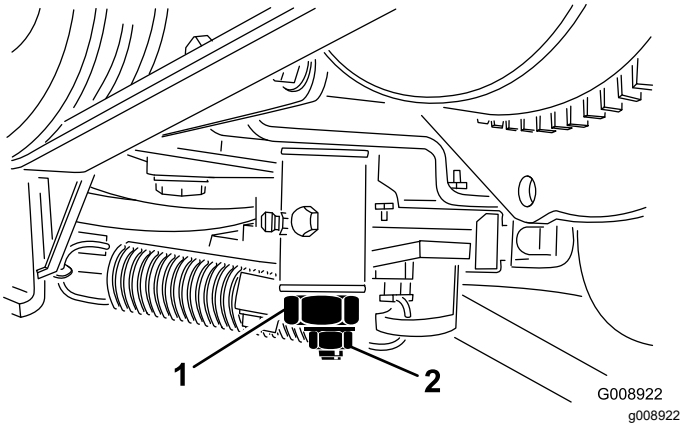

Figur 60
3. Lossa låsmuttern på hjuldrivningens justeringskam (Figur 60).